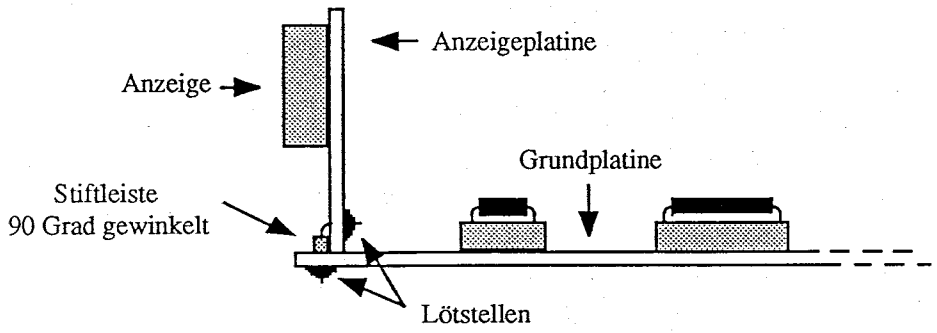

Abb.1 Zusammenbau der Grund- und Anzeigeplatine
- Bestücken und verlöten der 90°-Stiftleiste (12 Pin und 7 Pin). Die Stiftleisten sollten an der Platine anliegen. (Zeichnung siehe unter Abb. 1).
Damit sind alle Platinen des Frequenzzählers fertig bestückt und werden **eingehend** auf Bestückungsfehler, Zinnbrücken, schlechte Lötstellen usw. überprüft. Nach dem Kontrollieren der Platinen werden die Grund- und die Anzeigeplatine zusammengesteckt und verlötet (die Anzeigeplatine sollte auf der Grundplatine aufliegen; siehe Abb.1).